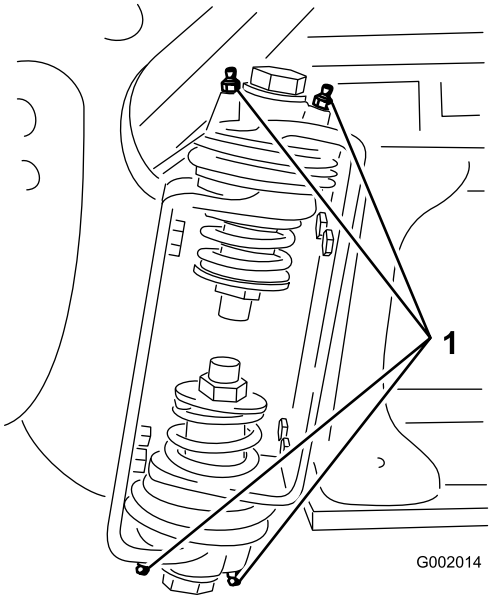

**Figur 23**
2. Pump fedt ind i lejet eller bøsningen ved hver nippel Figur 23.